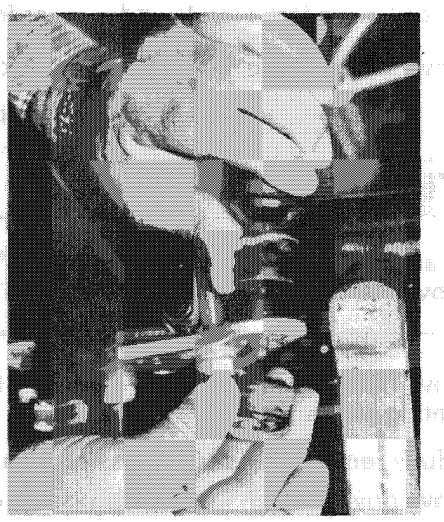

Figure 6-15
4. Remove shock absorbers from lower mounts **(Figure 6-15)**.